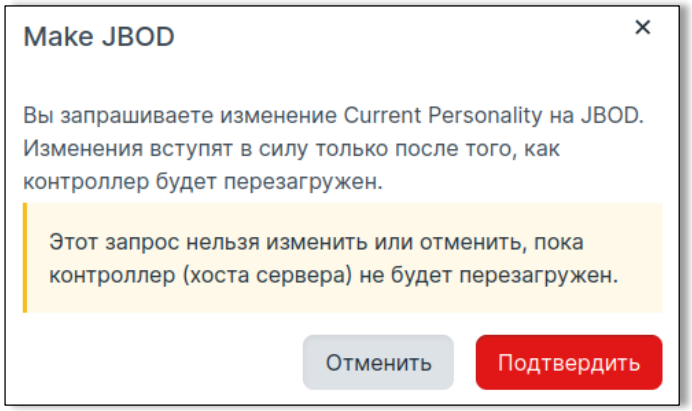

Рисунок 39. Подтверждение включения JBOD у RAID-контроллера
1. Нажмите кнопку «Make JBOD» в разделе «Personality» и дождитесь появления окна подтверждения смены режима (Рисунок 39).